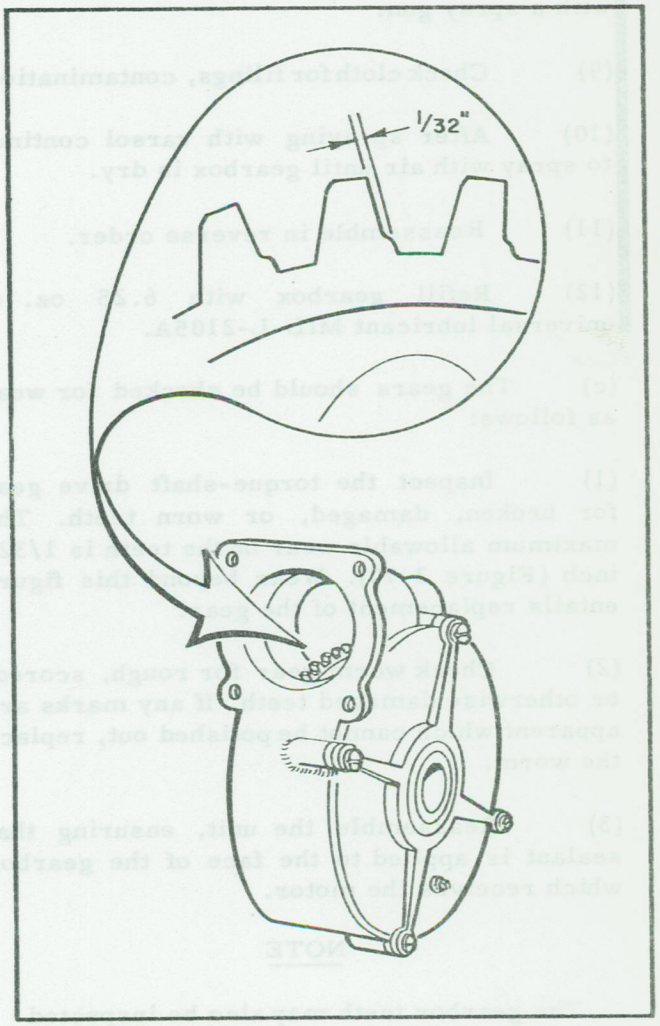

Figure 2-70 Torque Shaft Drive Gear Check
(1) Inspect the torque-shaft drive gear for broken, damaged, or worn teeth. The maximum allowable wear on the teeth is 1/32-inch (Figure 2-70). Wear beyond this figure entails replacement of the gear.
(2) Check worm gear for rough, scored, or otherwise damaged teeth. If any marks are apparent which cannot be polished out, replace the worm.
(3) Reassemble the unit, ensuring that sealant is applied to the face of the gearbox which receives the motor.